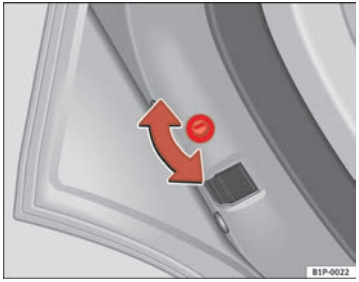
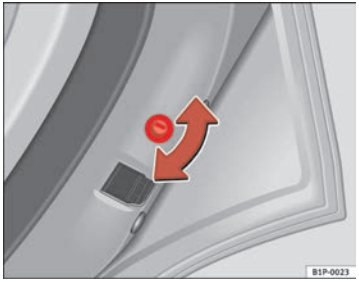

Fig. 61 Childproof lock on the left hand side door
Fig. 62 Childproof lock on the right hand side door
– With the door open, rotate the groove in the door using the ignition key, clockwise for the left hand side doors, and anti-clockwise for the right hand side doors ⇒ page 104, fig. 61 ⇒ page 104, fig. 62.
– With the door open, rotate the groove in the door using the ignition key, clockwise for the right hand side doors, and anti-clockwise for the left hand side doors ⇒ page 104, fig. 61 ⇒ page 104, fig. 62.